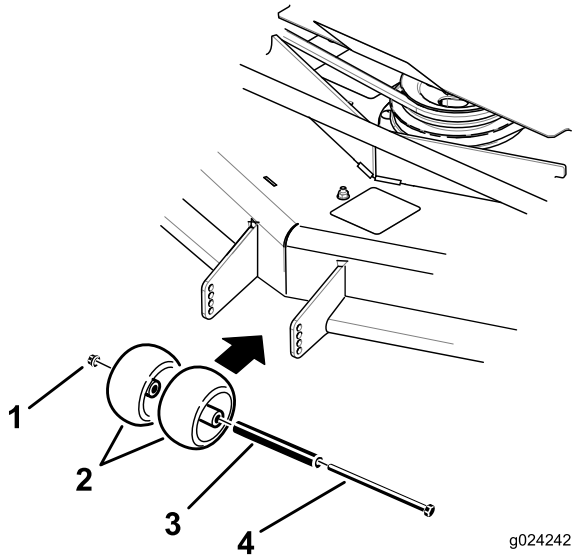
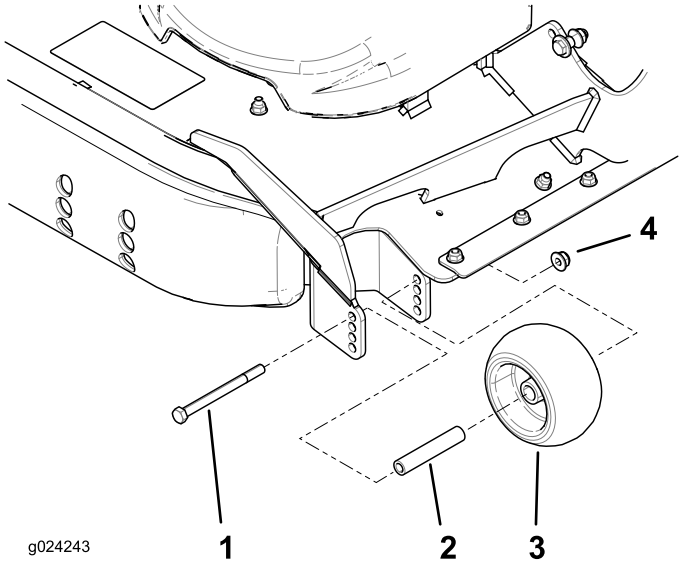

Figur 28
Figur 29
3. Juster antiskalperingsvalsene som vist i Figur 28 og Figur 29 for å tilpasse dem etter den nærmeste klippehøydeposisjonen.